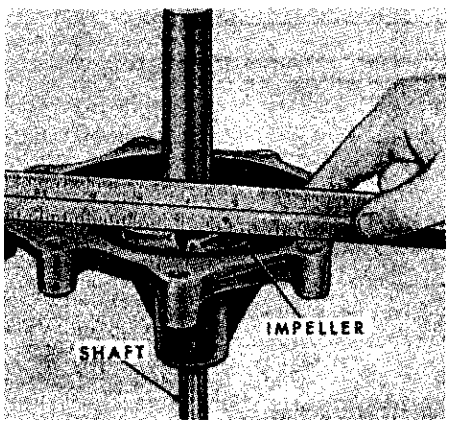
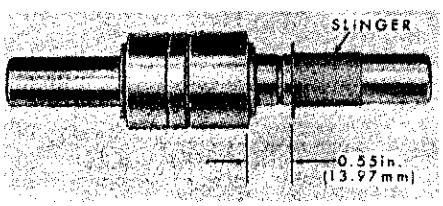
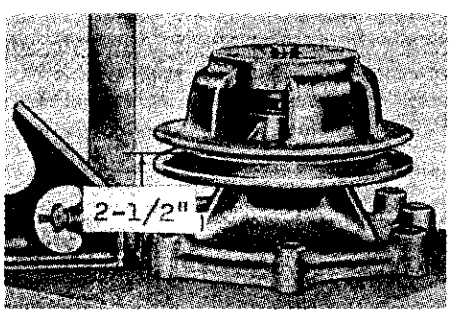

Fig. 158–Press impeller onto shaft with ¾-inch I.D. pipe so that impeller is flush with rear of housing as shown.
Fig. 157–Flange of water slinger should be 0.55 inch from edge of outer bearing race as shown above.
Fig. 159–Press pulley onto shaft so that distance from center of belt groove in pulley is 2½ inches from rear face of housing.
Using a length of 1 5/16 inch I.D. pipe, press new seal into housing. Check to see that flange on water slinger (4) is located 0.55 from edge of bearing race as shown in Fig. 157, then press shaft into front of housing until outer bearing race is flush with front end of housing. Using a length of ¾-inch I.D. pipe, press impeller onto shaft as shown in Fig. 158 so that impeller is flush with rear end of housing. Press pulley onto shaft so that center of belt groove in pulley is 2½ inches from rear face of housing as shown in Fig. 159. Install rear cover with new gasket and tighten retaining cap screws to a torque of 18-22 Ft.-Lbs.